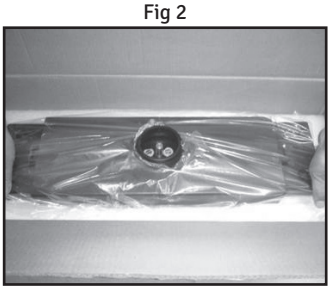

Fig 3
3. Lift up the Center Support assembly as shown in Fig. 3.